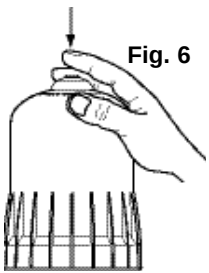

Fig. 6
- Pulsar el conducto de evacuación en la parte superior de la campana (Fig. 6).